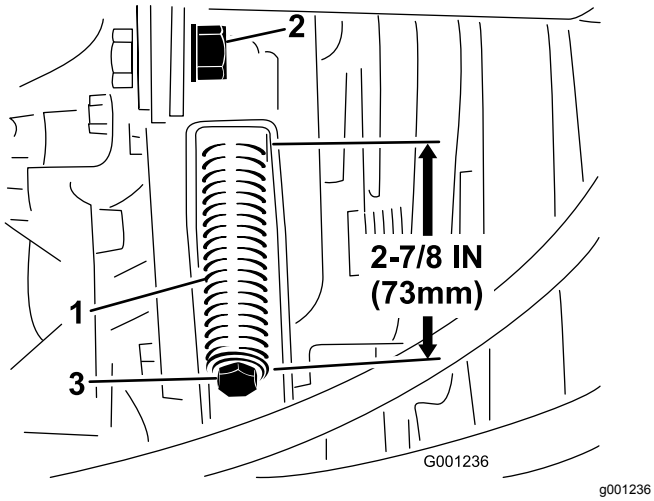

**Figur 73**
3. Løsn spændstangens kontramøtrik (Figur 73).
4. Brug en 1/2-tommes nøgle til at stramme eller løsne tilspændingsfjederen (Figur 73). Juster fjederlængden til 73 mm.
4. Brug en ½"-nøgle til at løsne tilspændingsfjederen (Figur 73) helt.
6. Monter kraftudtagets nye rem, og spænd remskivens fjeder til en længde på 73 mm (Figur 73).
7. Spænd kontramøtrikken (Figur 73), og luk motorhjelmen.